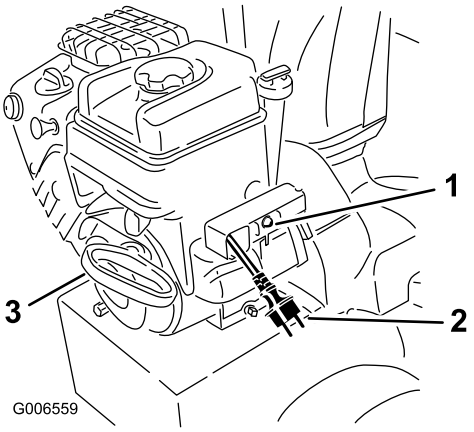

Figur 26
7. Starta maskinen genom att dra i startsnöret eller trycka på knappen till den elektriska startmotorn (endast 38629) (Figur 26).